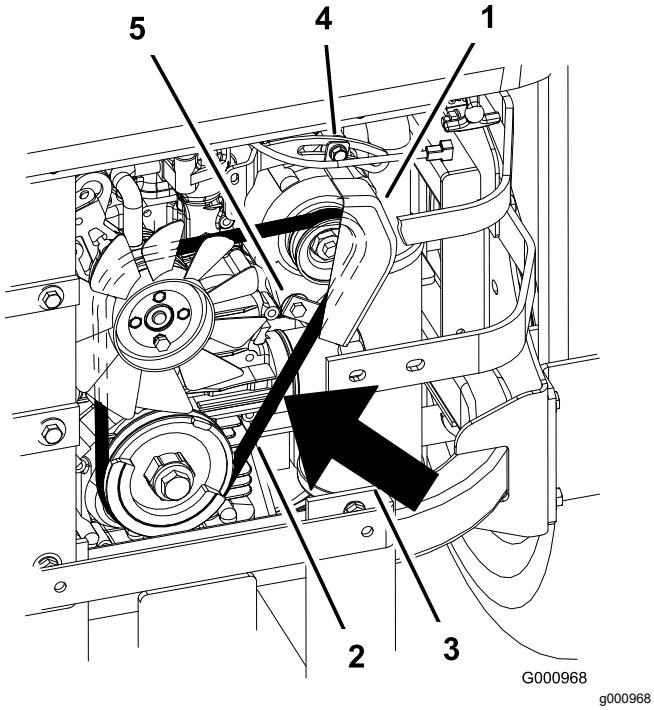

Figur 94
2. Justera generatorn mot utsidan tills remmen har en nedböjning på 7–9 mm mellan motorn och generatorremskivorna med 98,3 N kraft (Figur 94).
5. Dra åt den nedre och övre bulten om nedböjningen är korrekt (Figur 94).